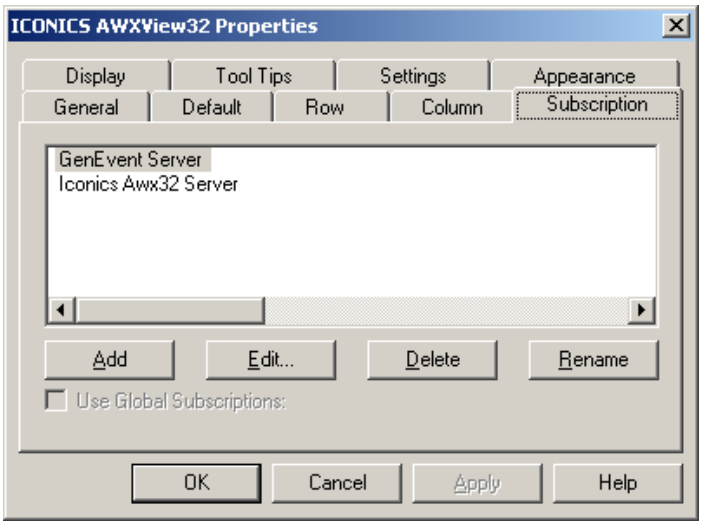

Figure L13.33 - Alarm Viewer Subscription
2. Select the Subscription tab where you will find two preconfigured subscriptions, as depicted in Figure L13.33.